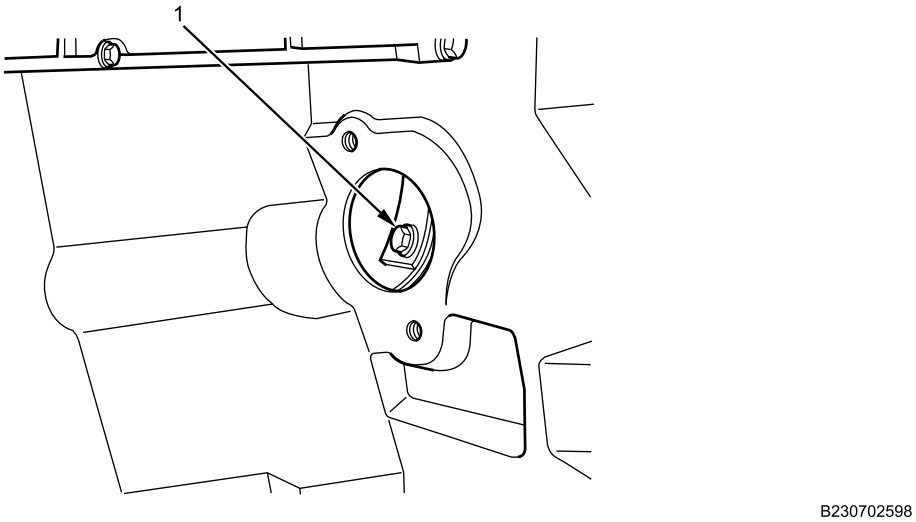

Figure 24. Converter Bolts.
13. Align bolt holes in flex plate and torque converter, and install one bolt. Rotate engine to install five remaining bolts (Figure 24, Item 1). Torque all bolts to 46-54 ft-lb (62-73 N•m).